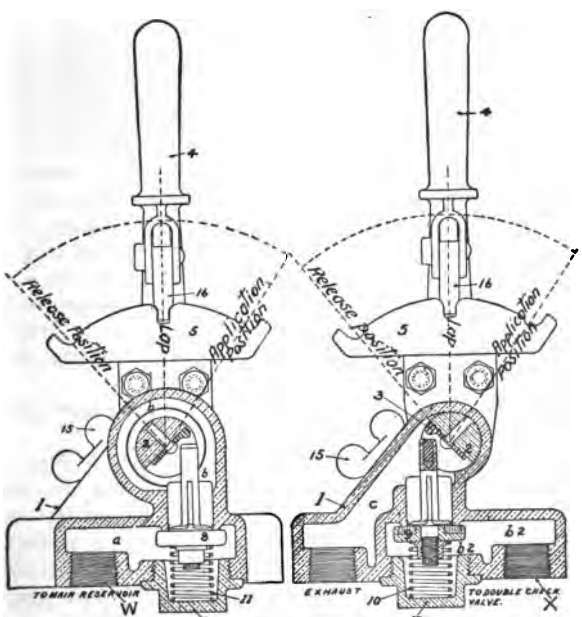

FIG. 1. FIG. 2.
A. This brake valve contains two check valves, 8 and 9—see Figures 1 and 2—to admit air from the main reservoir to the brake cylinders and 9 to exhaust the air from the cylinders to the atmosphere. These valves are moved away from their seats alternately by the shaft 2, which when revolved to the right, forces valve 8 off its seat